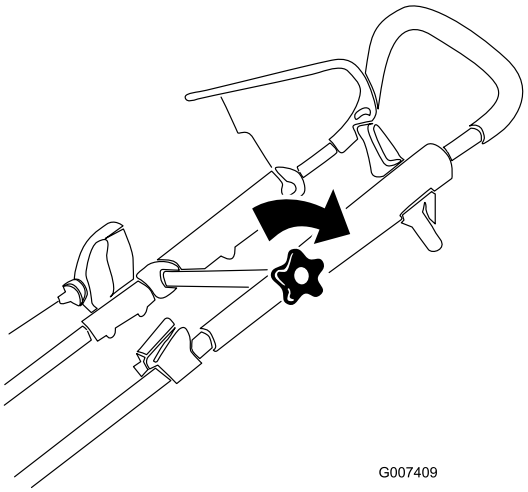

Bild 16
3. Ziehen Sie das Handrad des oberen Bügels fest (Bild 16).